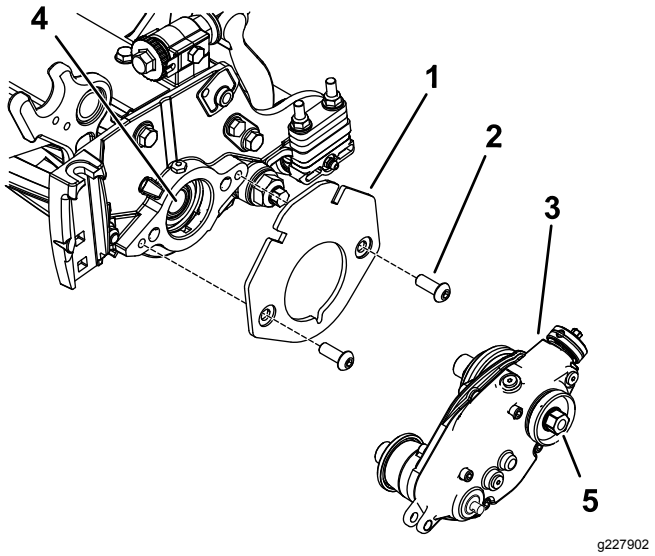

**Figur 9**
2. Fäst viktfästet vid cylindern med två sexkantsskruvar med runt huvud (⅜ x ¾ tum) enligt Figur 9.
3. Applicera en medelstark gängtätningsmassa (t.ex. Blue Loctite® 243) på den inre cylinderaxelns gängor (Figur 9).
4. Fäst trimmardrivningens låda på cylinderaxeln (Figur 9) med hjälp av sexkantsskruven på trimmardrivningens låda.